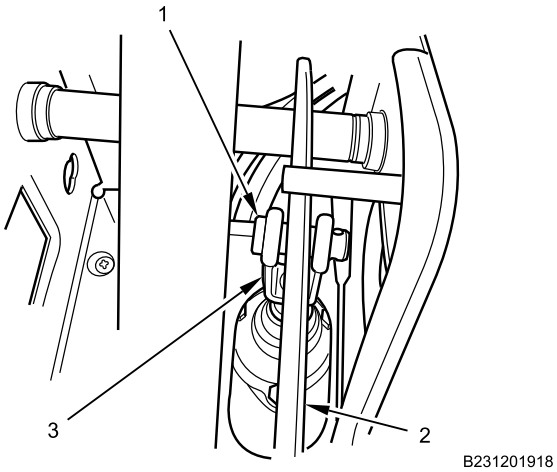

Figure 4. Brake Pedal Yoke Pin.
12. Remove brake pedal yoke pin (Figure 4, Item 1) from brake pedal (Figure 4, Item 2) and DCM air brake valve assembly pushrod (Figure 4, Item 3).